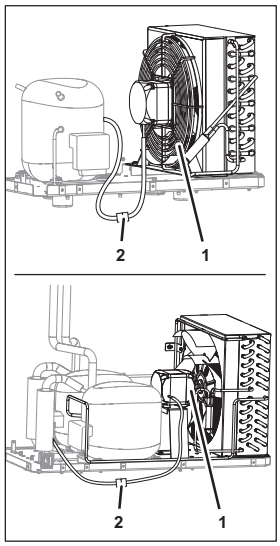

Fig. 90
1. Disconnect the plug (Fig. 90/2) from the fan (Fig. 90/1).
10. Connect the plug (Fig. 90/2) to the fan (Fig. 90/1).